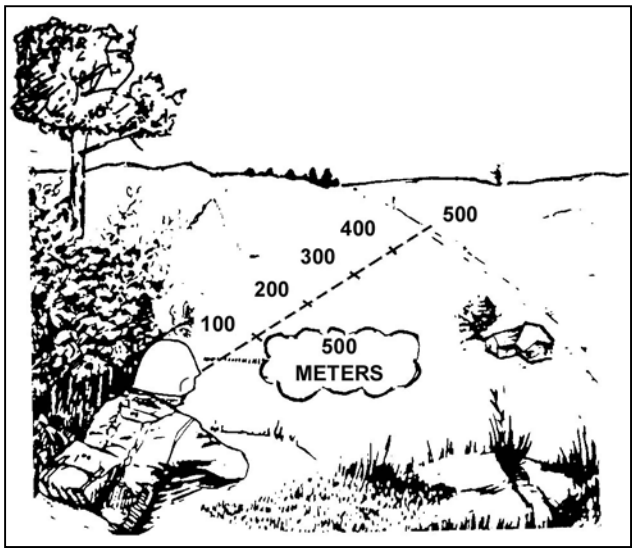
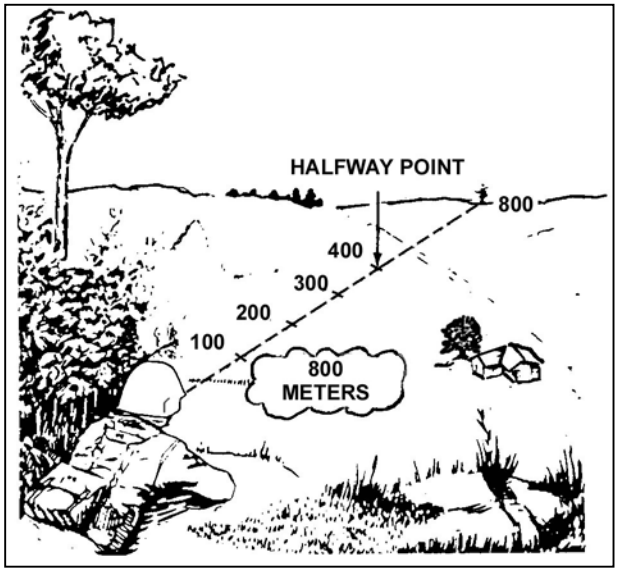

Figure 5-26. Applying the 100-meter-unit-of-measure method for ranges up to 500 meters.
Figure 5-27. Applying the 100-meter-unit-of-measure method for ranges up to 800 meters.
(2) *100-Meter-Unit-of-Measure Method.* To use this method, the gunner visualizes a distance of 100-meters on the ground. For ranges up to 500-meters (Figure 5-26), he determines the number of 100-meter increments between the two points he wishes to measure. Beyond 500-meters (Figure 5-27), he selects a point halfway to the target, determines the number of 100-meter increments to the halfway point, and then doubles it to find the range to the target.